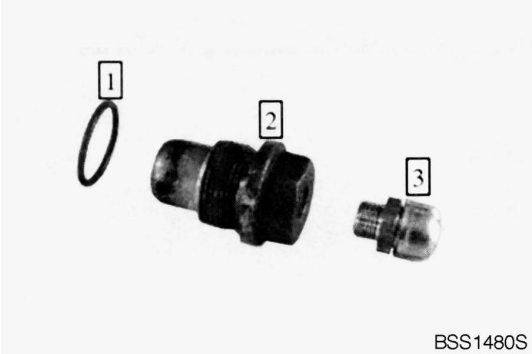

Figure 146
8. Preassemble plug as shown in Figure 146.